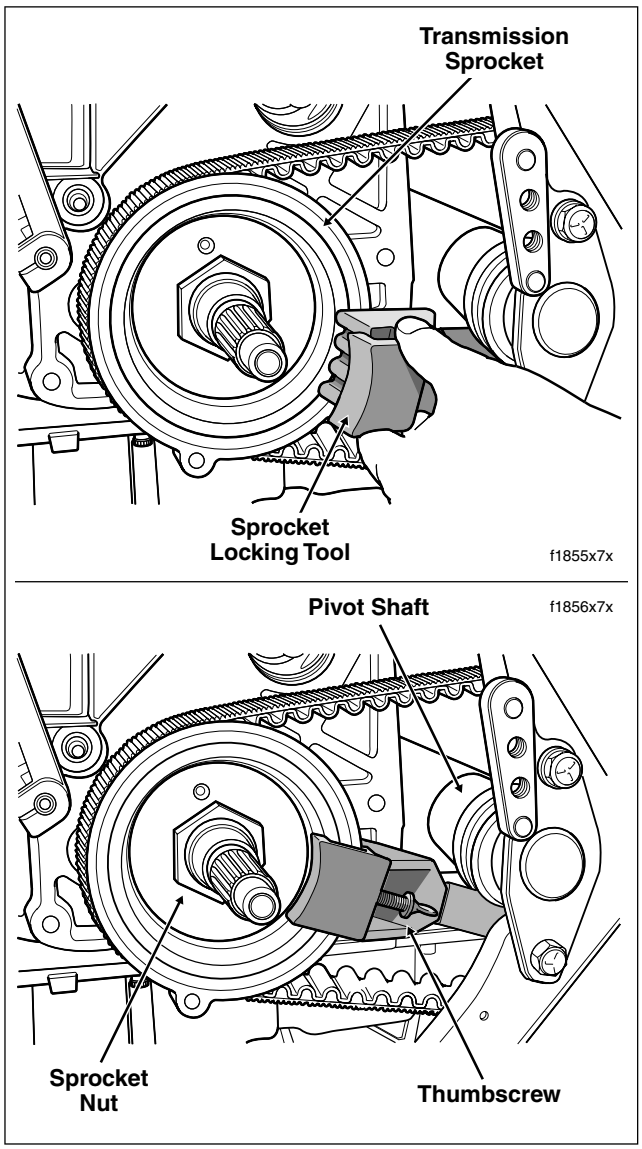

Figure 7-43. Install Final Drive Sprocket Locking Tool
a. Insert handle of tool below pivot shaft inboard of bottom frame tube and attach to sprocket. See upper frame of Figure 7-43.
b. Snug thumbscrew to lock position of tool on sprocket. See lower frame of Figure 7-43.